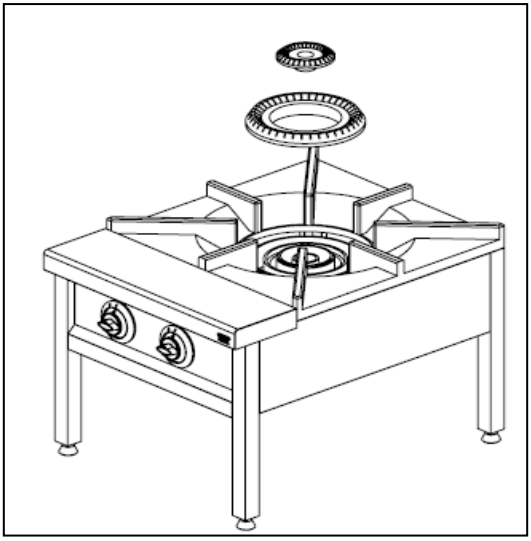

Bild1
1. Gusseisen und die Abdeckung entfernen. (Bild 1)